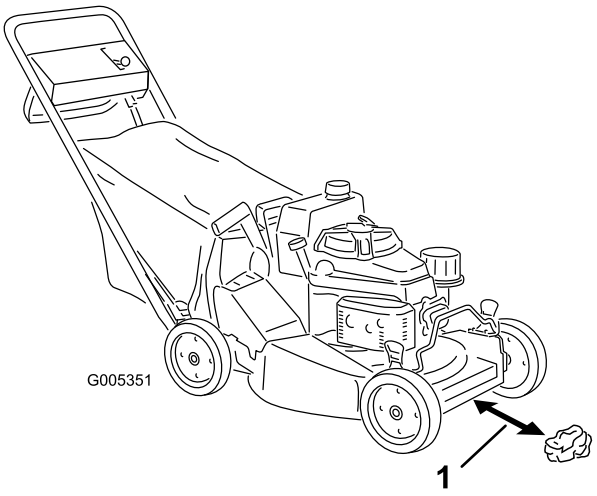
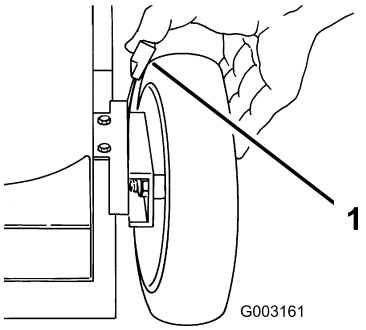

Figure 16
Figure 21
3. Set all 4 wheels in to the 2-1/2 inches (64 mm) cutting height setting (Figure 21).
4. Set the ground speed selector to the Neutral (N) position.
5. Take a half sheet of newspaper and crumple it into a ball small enough to go under the deck (about 3 inches or 76 mm in diameter) as shown in Figure 16.
6. Place the ball of newspaper 5 inches (12.7 cm) in front of the lawn mower (Figure 16).
A. Place the ball of newspaper 5 inches (12.7 cm) in front of the lawn mower (Figure 16).
1. Pull the wheel height adjustment lever toward the wheel (Figure 21) and move it to the desired setting.